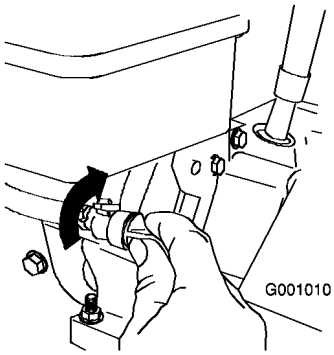

Figur 27
3. Lukk drivstoffavstengningsventilen ved å rotere den med klokken (Figur 27).